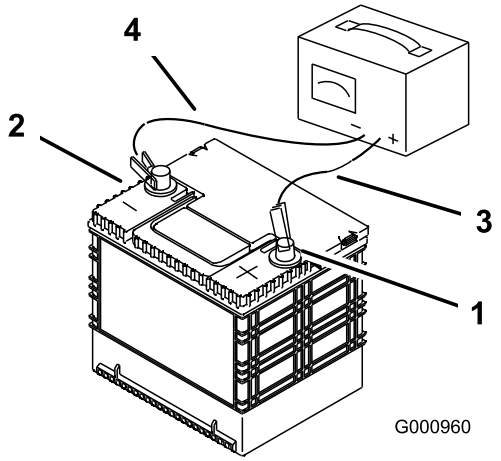

Figur 53
2. Når batteriet er fuldt opladet, skal du tage opladeren ud af stikkontakten og koble opladningskablerne fra batteriets poler (Figur 53).